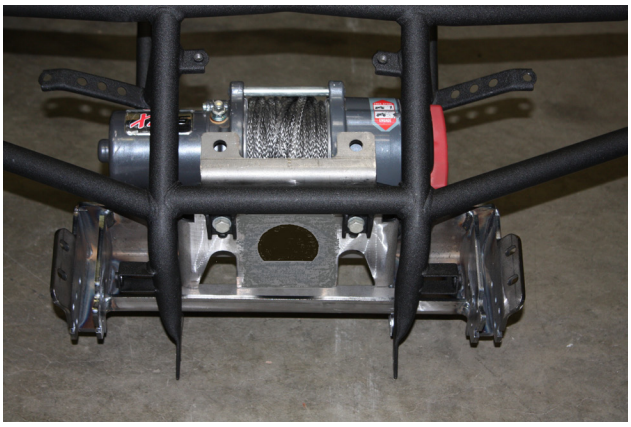

Figure 4
6. Disposer le mont de charrue au pare-chocs selon la figure 4. Installer des fermoirs (B1, B2, et B3). Ne pas resserrer en ce moment.